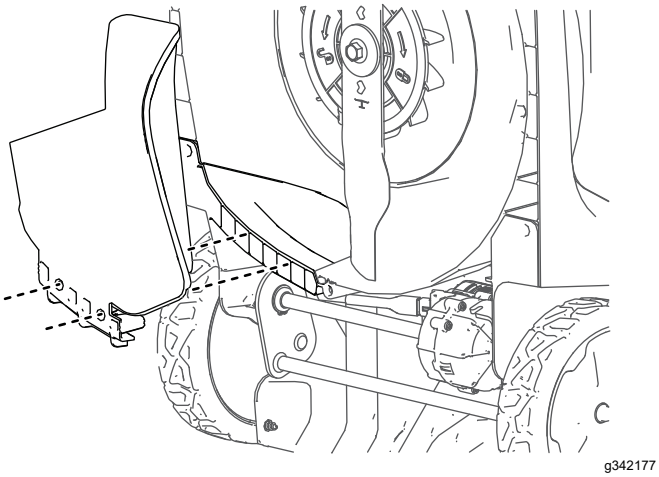

Figur 13
4. Juster kværndækslet, og skub bunden af dækslet, indtil den klikker på plads på de 2 låsestifter som vist i Figur 13.